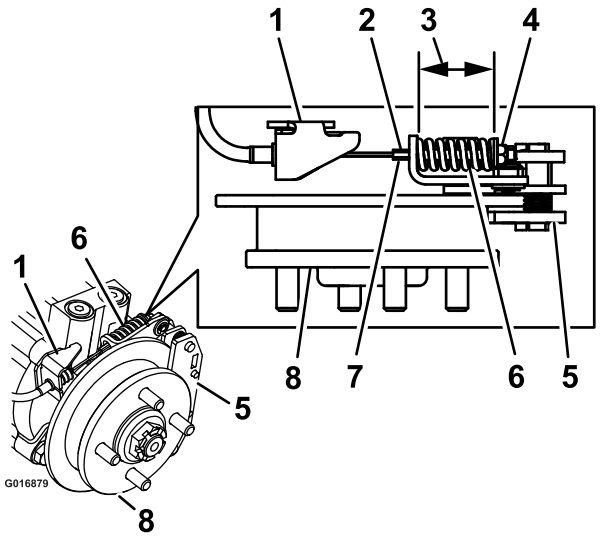

Figuur 71
9. Houd het draaduiteinde vast met een stuk gereedschap en draai de borgmoer losser of vaster tot de lengte van de veer tussen 3,8 en 4,0 cm is (Figuur 71). Zorg ervoor dat de kabel niet draait terwijl de moeren worden losgedraaid.